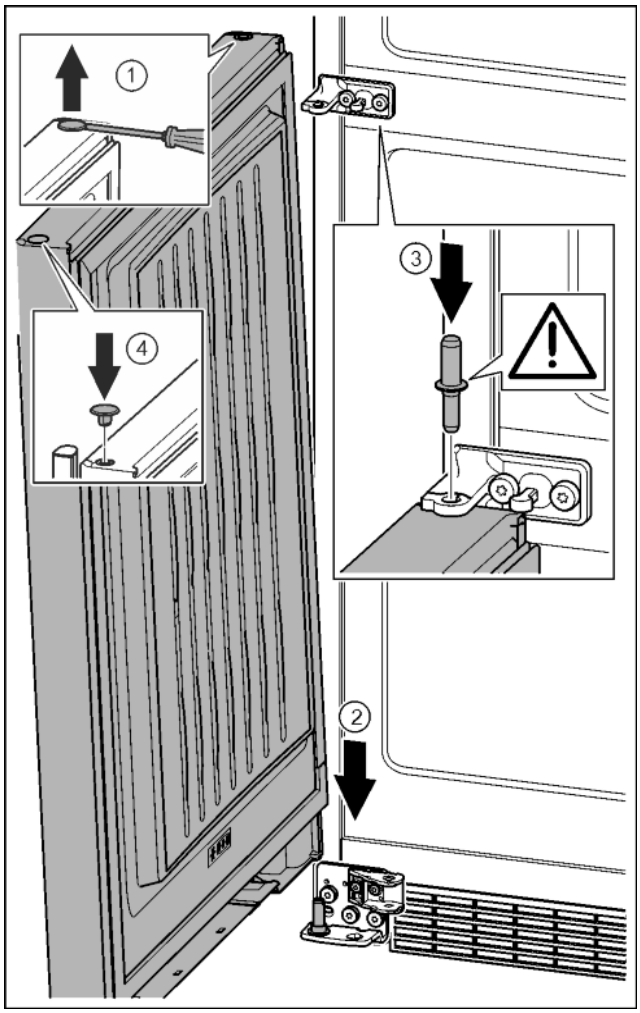

Fig. 38
- ▶ Carefully lift up the plugs with a slotted screwdriver and remove them. *Fig. 38 (1)*
- ▶ Position the door from above onto the lower bearing pins. *Fig. 38 (2)*
- ▶ Insert the centre bearing pin through the centre bearing bracket into the lower door. Make sure that the catch mechanism is pointing to the rear. *Fig. 38 (3)*
- ▶ Insert the plugs again on the other side of the door. *Fig. 38 (4)*